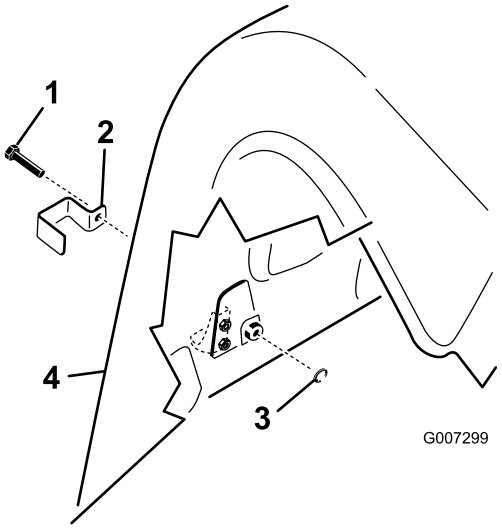

Figur 15
1. På modellen ProCore 864: montera ett låsfäste över de nedre och övre motorhuvsspärrarna till höger och vänster längst bak med skallskruvar (fyra totalt) (Figur 15).
2. På modellen ProCore 1298: montera ett låsfäste över alla nedre motorhuvsspärrar på baksidan och på de övre motorhuvsspärrarna på utsidan av både höger och vänster skydd med skallskruvar (tre per luftarhuvud, sex totalt) (Figur 15).
3. Skruva på en invändig låsbricka på varje bult (1–2 gängor) med hjälp av en tång eller skiftnyckel så att spärren säkras (Figur 15).